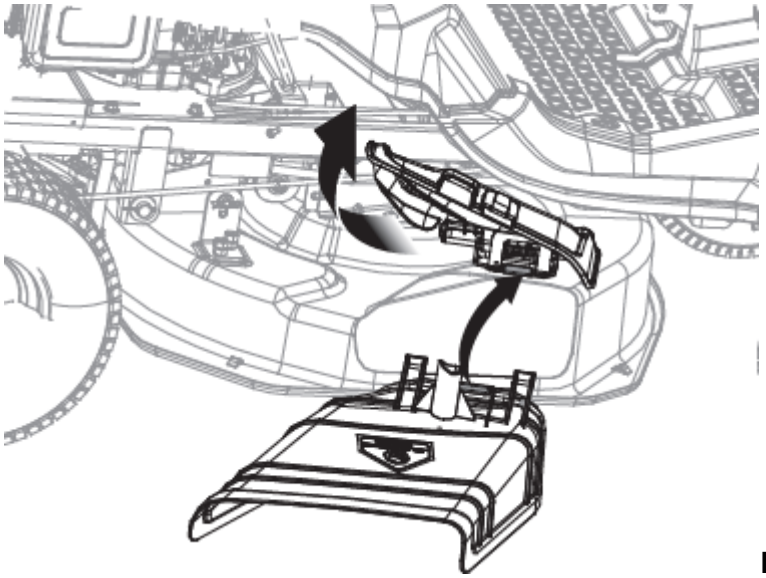

Rys. 12
1.Ustaw najniższy poziom wysokości koszenia (1) ustawiając dźwignię regulacji koszenia w odpowiednim położeniu.
3. Umieść boczną rynnę wyrzutową i przymocuj jak na Rys. 12